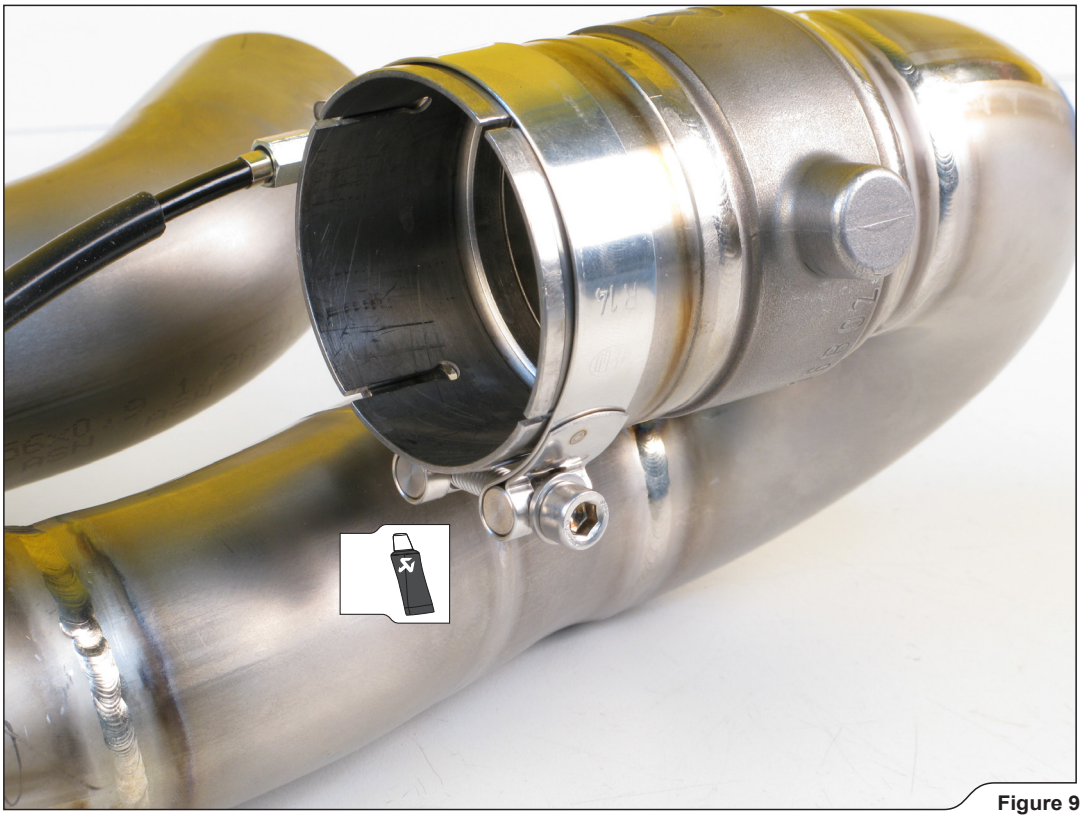

Figure 9
3. Correctly orient and assemble the clamp from Akrapovič installation kit onto the link pipe's inlet pipe, as shown **(Figure 9).**